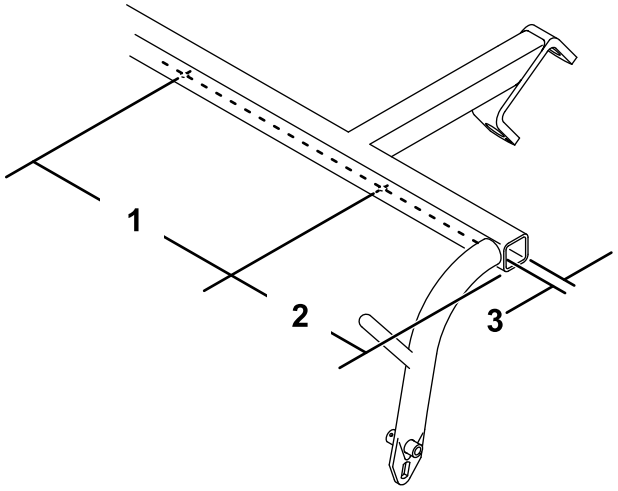

Bild 2
4. Wenn der Zugrahmen in der Unterseite keine zwei Löcher hat, bohren Sie sie an der Stelle, die in Bild 2 abgebildet ist, mit einem 5,6-mm-Bohrer.